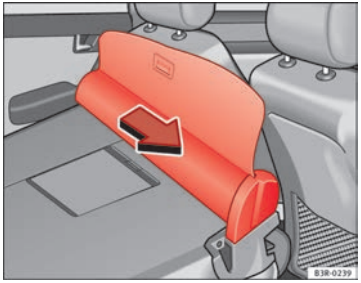

Fig. 122 Removing luggage compartment cover / net partition
– Pull the net partition in the direction indicated ⇒ fig. 122 and lift it out of the retaining rails.